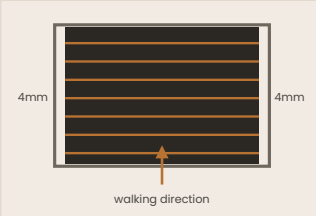

Figure 2 - Steps 3 and 4
3. Lay the mat into the matwell with the profiles running across the walking direction. (Figure 2)
4. The mat should fit snugly, with a **4mm clearance at each side** (left and right) to allow for expansion and contraction. (Figure 2)